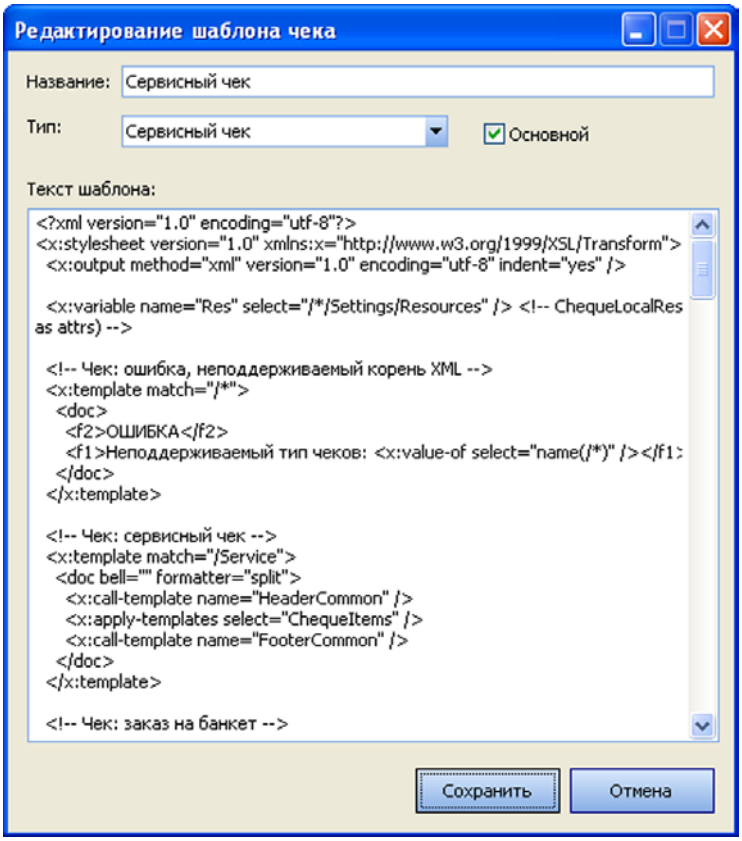

Рисунок 98 Окно Редактирование шаблона чека
2. На странице **Шаблоны чеков** нажмите кнопку **Добавить**. Откроется окно создания шаблона чека (см. Рисунок 98).